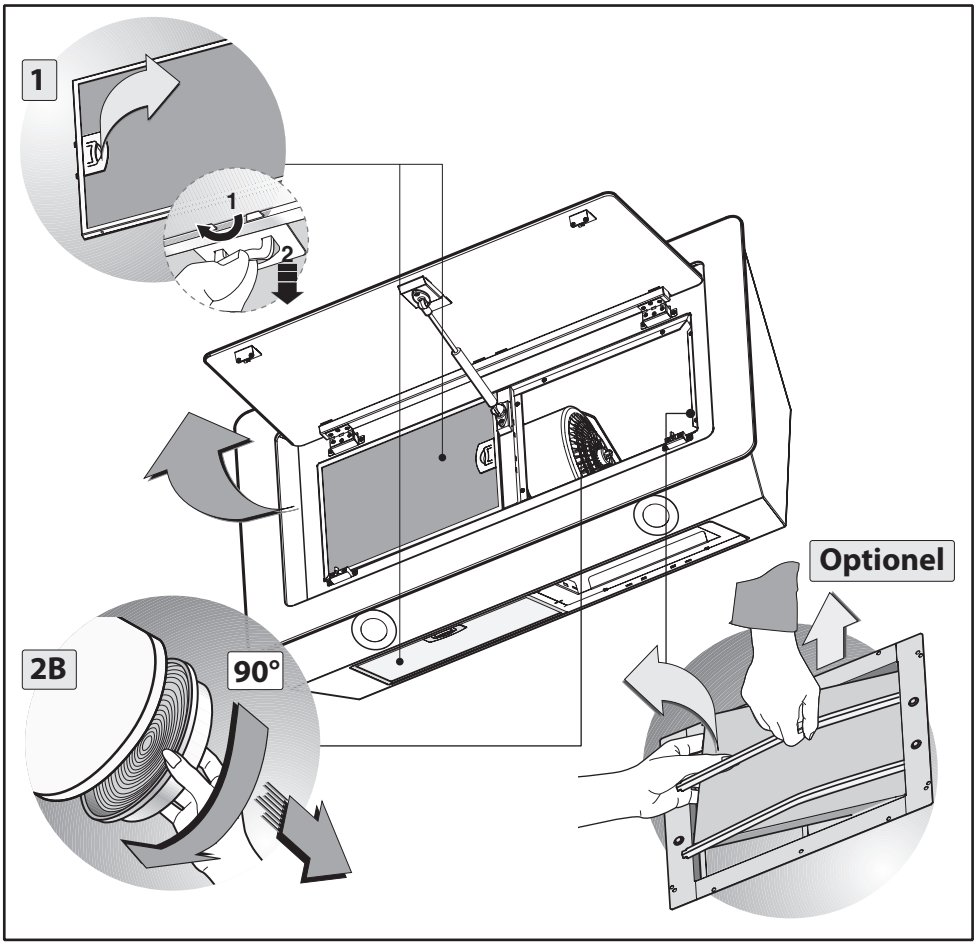

Fig.2
1. Enlever le **filtre anti-graisse** en tirant sur la poignée comme cela est indiqué dans la fig. 2, rep 1.
2. Si le produit est fourni avec des filtres à c**harbons actifs (B)**, les enlever comme cela est indiqué dans la fig. 2, rep 2B.